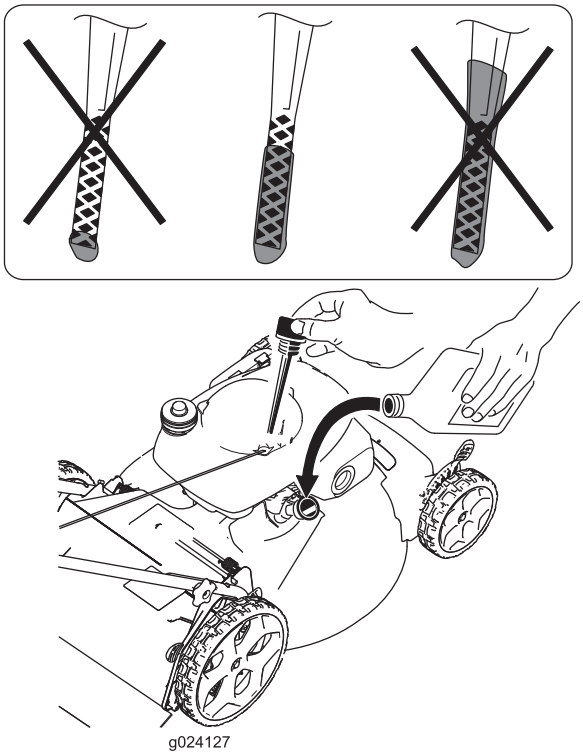

Figure 5
2. Retirez la jauge (Figure 5) et versez de l'huile dans le goulot de remplissage pour remplir le carter jusqu'aux 3/4.
5. Sortez de nouveau la jauge et vérifiez le niveau d'huile (Figure 5).